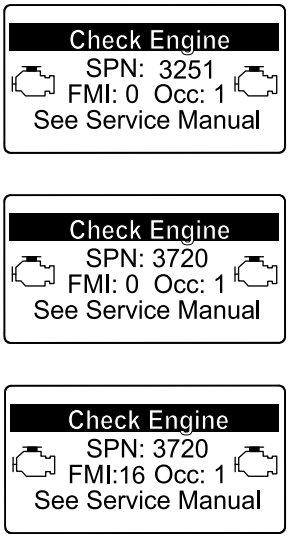

**Figur 57**
- Om motorfel CHECK ENGINE SPN 3251 FMI 0 (Kontrollera motor), CHECK ENGINE SPN 3720 FMI 0 (Kontrollera motor) eller CHECK ENGINE SPN 3720 FMI 16 (Kontrollera motor) visas i InfoCenter (Figur 57) ska du rengöra sotfiltret genom att följa stegen nedan: